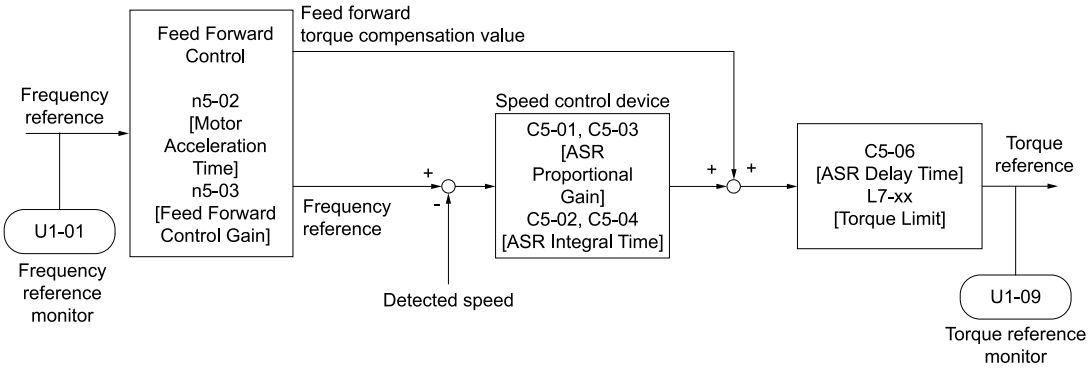

Figure 12.130 Configure Feed Forward Control
Increase the values set in *C5-01 and C5-03 [ASR PGain 1 and ASR PGain 2]* to apply feed forward control to machines that have low rigidity and are possible to have hunting and vibration or to machines that have a large quantity of inertia. Refer to Figure 12.130 for more information about parameters related to feed forward control.
- If you cannot do Inertia Tuning, refer to Figure 12.130 and set the parameters related to feed forward control individually.